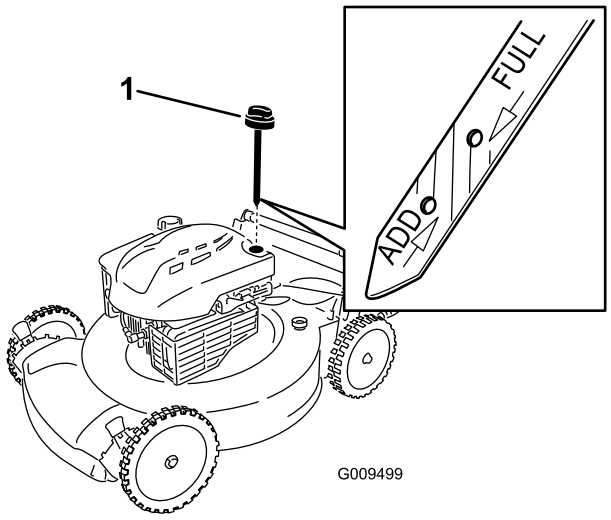

Figur 21
6. Ta ur oljestickan ur oljepåfyllningsröret (Figur 21).